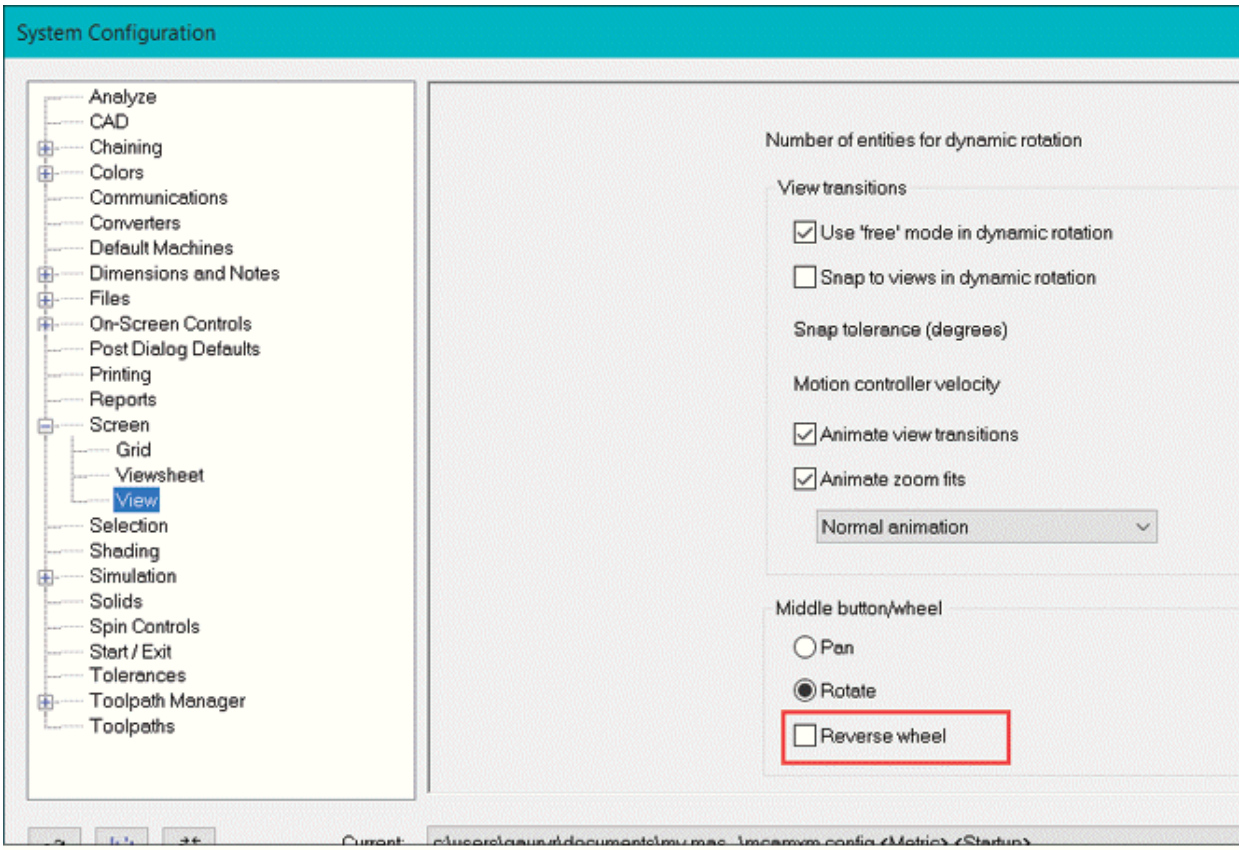

Figure-79. Reverse Wheel check box
- Scroll the Middle Mouse Button downward/upward to zoom out or zoom in, respectively. Note that this function can be reversed by using options in **System Configuration** dialog box; refer to Figure-79.